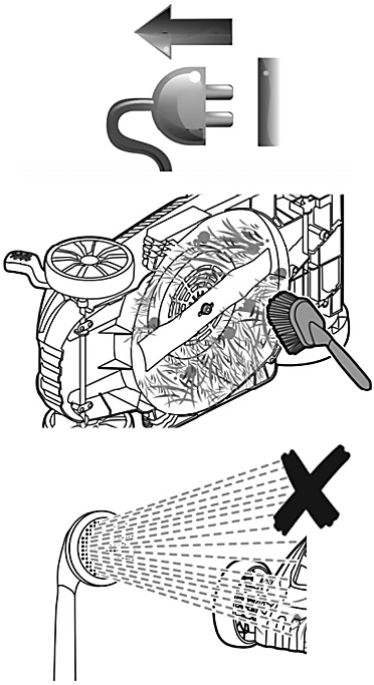

Рис. 19 Обслуживание деки
2. Поверните газонокосилку на бок и щеткой с мягкой щетиной очистите нож и внутренню поверхность деки (Рис. 19).